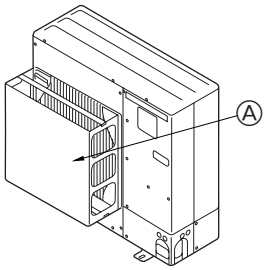

Fig. 2-4
② Installare una guida per la bocca di uscita dell'aria opzionale nel caso l'unità venga installata in un luogo dove vento forte causato da tifoni o da fenomeni simili possono penetrare direttamente nella bocca di uscita dell'aria. (Fig. 2-4)